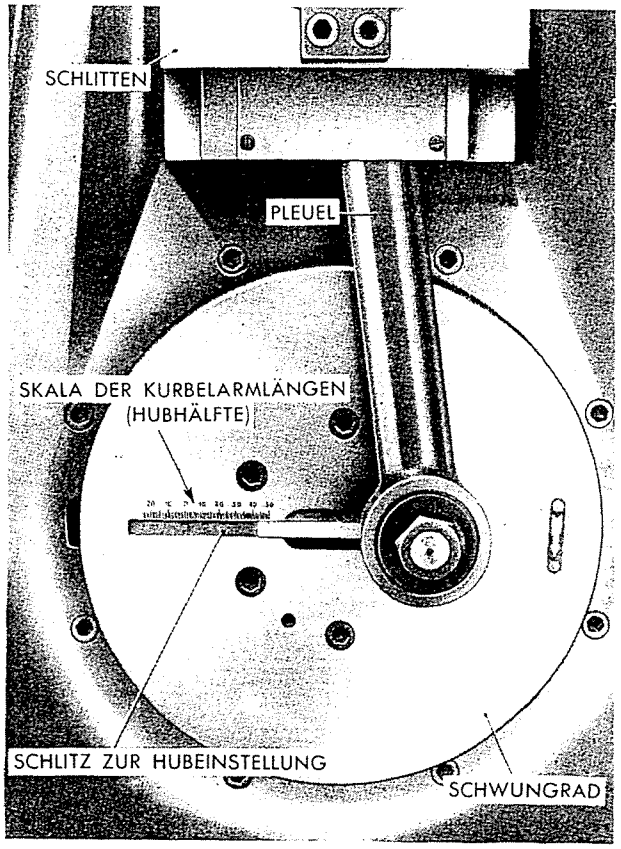

Abb. 265 - Detail der Stossdämpfer-Prüfmaschine A. 76003.
b) Prüfhub der Maschine auf 100 mm für die vorderen Stossdämpfer bzw. auf 80 mm für die hinteren einstellen (Abb. 265).